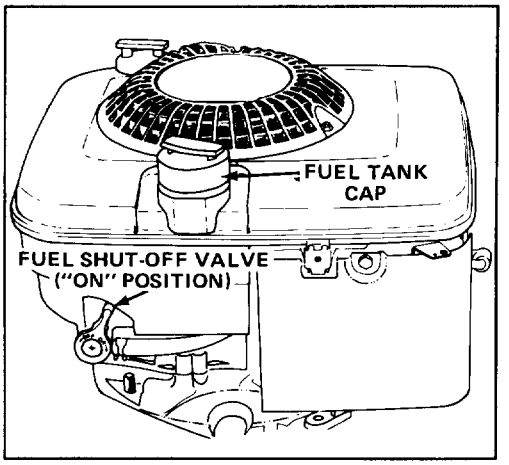

Figure 5
3. Move fuel shut-off valve to "ON" position (Fig. 5).